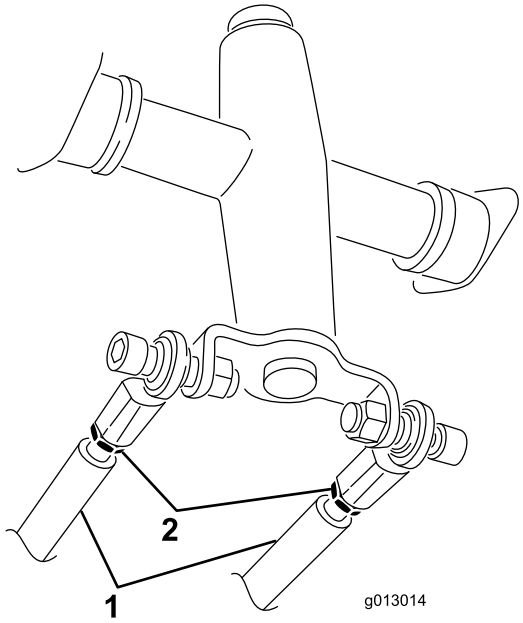

Rysunek 54
3. Poluzuj nakrętki zabezpieczające na drążkach zespołu jezdnego, pod panelem sterowania (Rysunek 54).